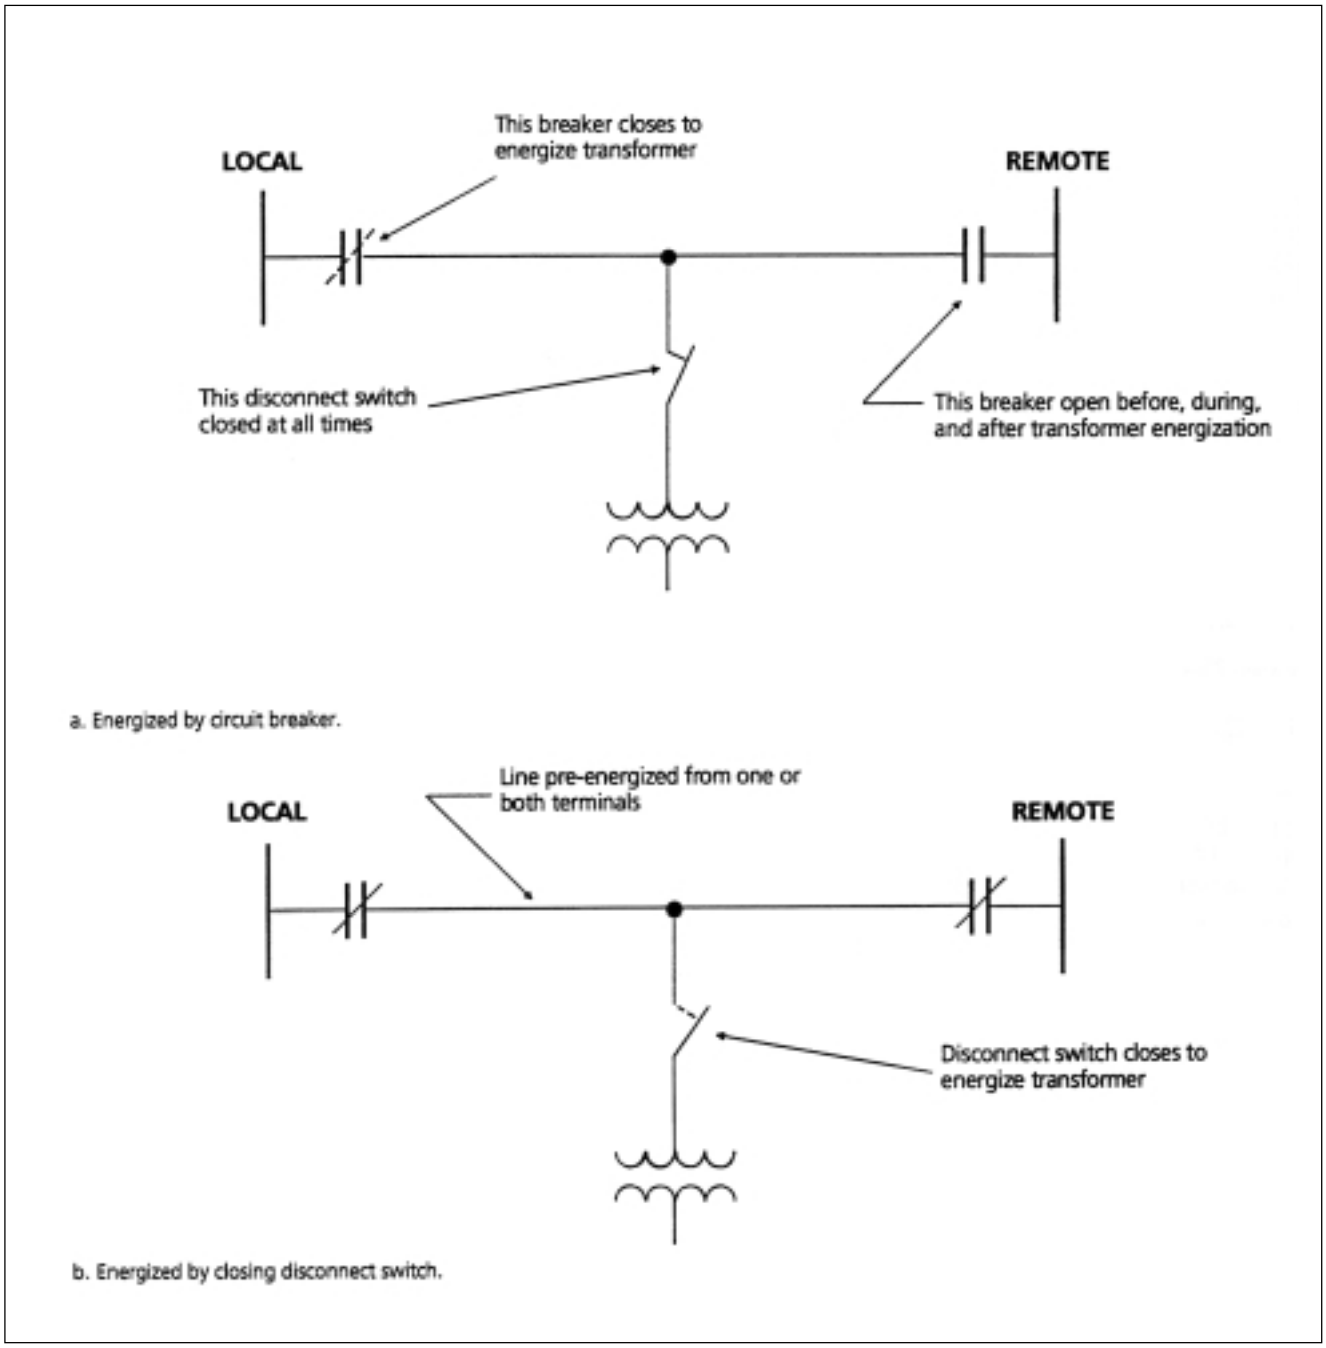

Figura 3-19. Entrada brusca de transformador
3. Una entrada brusca a un transformador (transformer in-rush) tiene la apariencia de un fallo interno de bajo grado, particularmente cuando el transformador es energizado cerrando un interruptor de desconexión de la parte alta en la derivación. Si el transformador es energizado cerrando un breaker de circuito, la función de control de polarización proporciona seguridad. (Ver la Figura 3-19.)